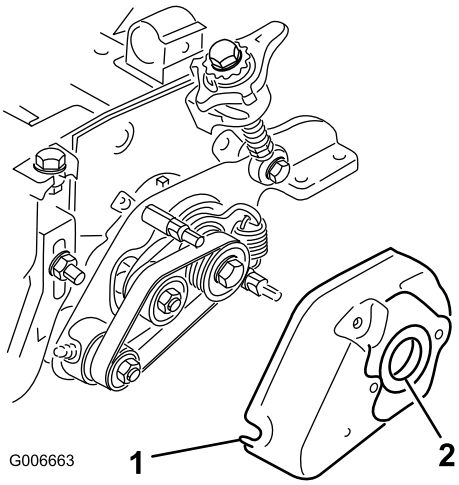
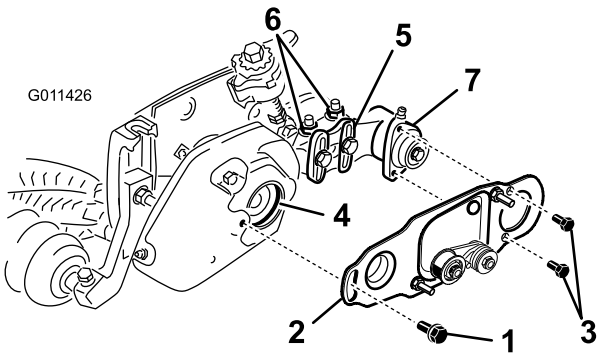

Figure 29
Figure 30
35. Install the groomer cover and secure with (2) 5/16 inch flange nuts (Figure 29).
36. Apply a film of grease to the inside diameter of the grommet in the groomer cover (Figure 29).
37. Loosen the bolts securing the roller brush bearing housing to the roller brush mounting bracket (Figure 30).
38. Install the roller brush pivot plate (Figure 30). When the protrusion on the pivot plate is inserted into the grommet on the groomer cover, make sure that the grommet stays properly seated on the cover.
39. Apply 242 Loctite (blue) to the (2) 5/16 x 5/8 inch capscrews and use them to mount the brush plate to the roller brush bearing housing (Figure 30). Torque the capscrews to 15-19 ft-lb (20–26 N-m).
- Loosen the (2) flange locknuts securing the roller brush mounting bracket to the cutting unit side plate (Figure 30).
- Rotate the roller brush bearing housing until the brush plate is parallel to the cutting unit side plate (Figure 30).
- Tighten the (2) flange locknuts securing the roller brush mounting bracket to the cutting unit side plate (Figure 30).
41. Apply 242 Loctite (blue) to the shoulder bolt (Figure 30). Mount the brush plate to the groomer cover with the shoulder bolt. (Fig. 29). Torque the bolt to 15-19 ft-lb (20–26 N-m).